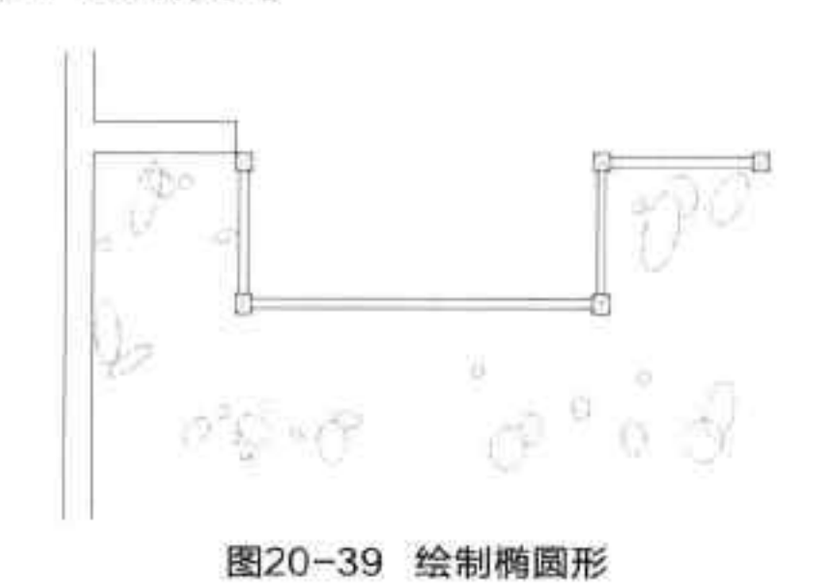

图20-39 绘制椭圆形
Step 09 执行“椭圆”命令，绘制多个椭圆形，如图 20-39 所示。